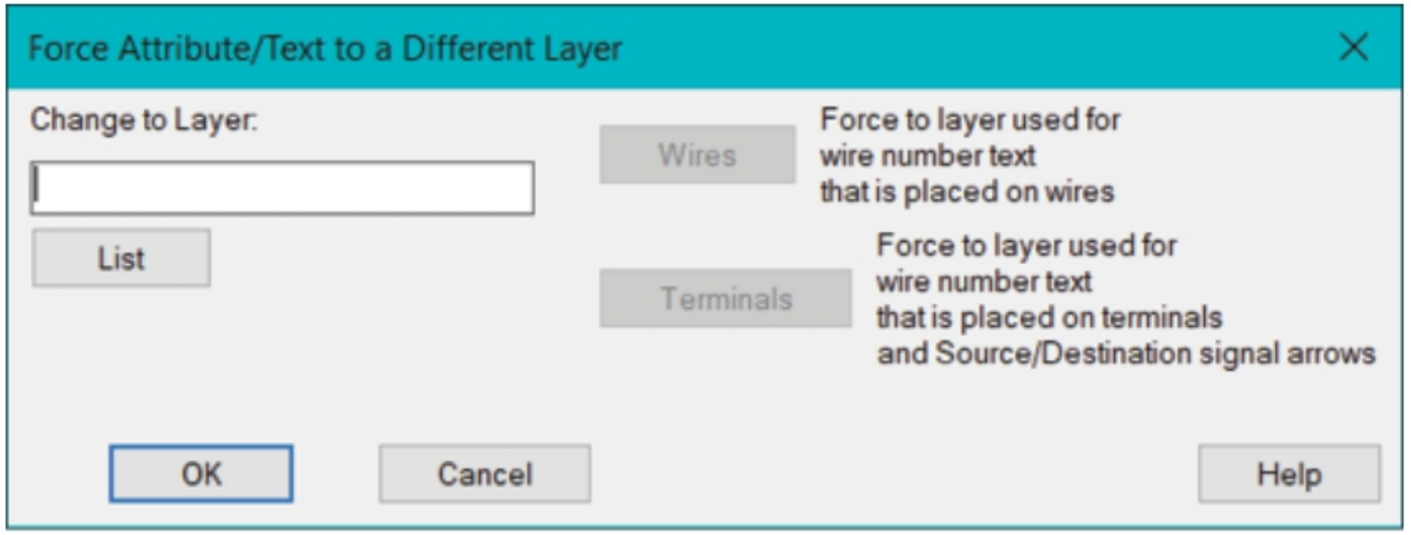

Figure-51. Force Attribute Text to a Different Layer dialog box
- Click on the **Change Attribute Layer** tool from the **Edit Attribute** panel of the **Edit Components** panel of the **Schematic** tab in the **Ribbon**. The **Force Attribute/Text to a Different Layer** dialog box will be displayed; refer to Figure-51.